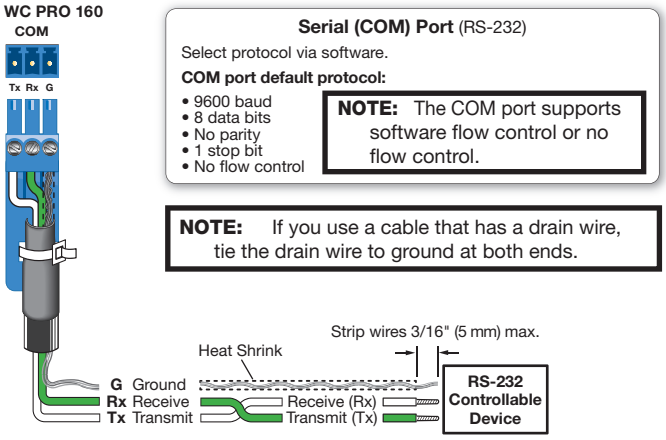

Figure 7. Wiring COM Ports for Serial Control
- Use the diagram in figure 7 as a wiring guide to cable the controller to other devices.